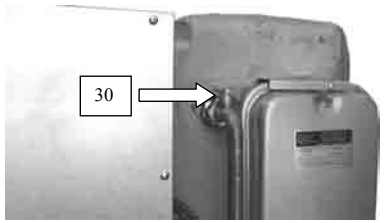

Fig. 8.6
3. Loosen the d.h.w storage tank air purge valve (30 in Fig. 8.6).
3. Ослабьте развоздушник накопительного бойлера (30 на рис.8.6).